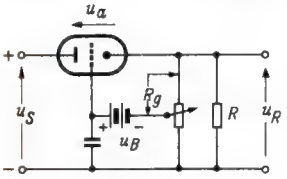
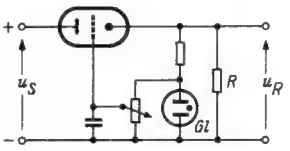

*Bild 15. Prinzipschaltung einer Stabilisierung mit Längsröhre und Vergleichsbatterie*
*Bild 16. Prinzipschaltung einer Stabilisierung mit Längsröhre und Glimmstabilisator zum Erzeugen der Vergleichsspannung*
1. Rückwärtsregelung mit Längsröhre (Bild 15 und Bild 16)
Mit steigender Speisespannung erhöht sich die Spannung am Verbraucherwiderstand R. Dadurch steigt nach Bild 15 der Spannungsabfall an $R_g$. Die Katode der zur Stabilisierung dienenden Röhre wird positiver gegen das Gitter, d. h. der Anodenstrom wird verkleinert. — In der Schaltung Bild 16 kann angenommen werden, daß durch den Glimmstabilisator das Gitterpotential der Triode festgehalten wird. Jede Spannungsänderung